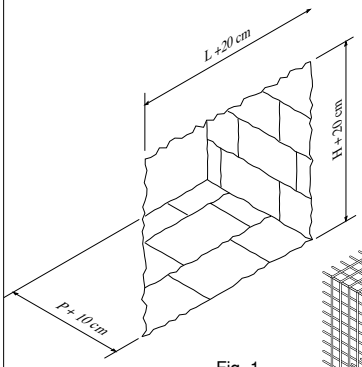

Fig. 1
- Preparare il vano nel muro, come indicato in fig. 1.